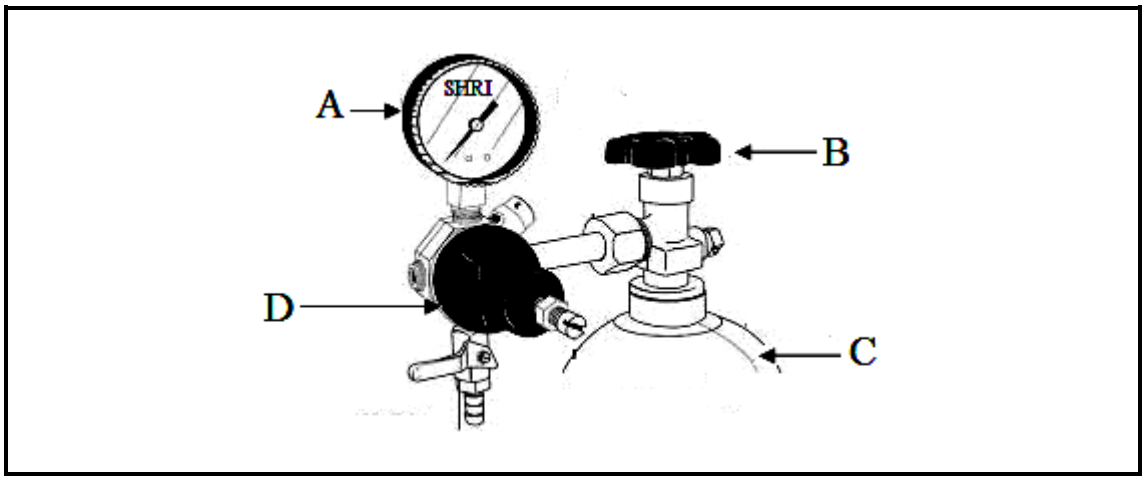

FIGURE 2
3.4 FIGURE 2 below shows a gas-cylinder assembly. Name the labelled items by writing only the answer next to the letter (A–D) in the ANSWER BOOK. (4)